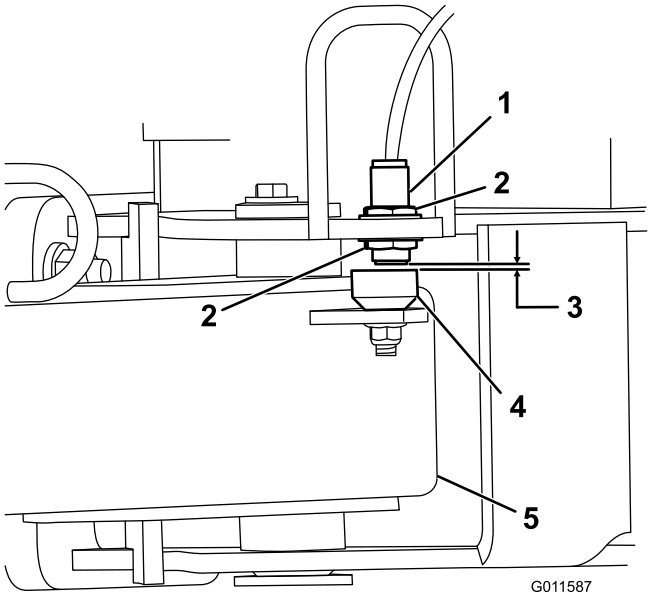

Figur 4
5. Løsn kontramøtrikkerne, der holder nærhedsafbryderen fast til stellet, og sænk kontakten, indtil den er 2,6 til 4,0 mm fra følepladen på anhængertrækstangen (Figur 4). Stram kontramøtrikkerne for at sikre justeringen.